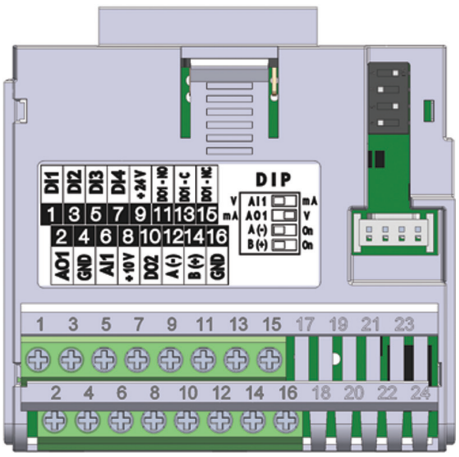

Figura 17.1: *Módulo Plug-In CFW500-IOS*
O módulo plug-in CFW500-IOS possui somente a interface Serial (1) através da porta RS485 nos bornes 12(A-) e 14(B+), veja figura 17.1.